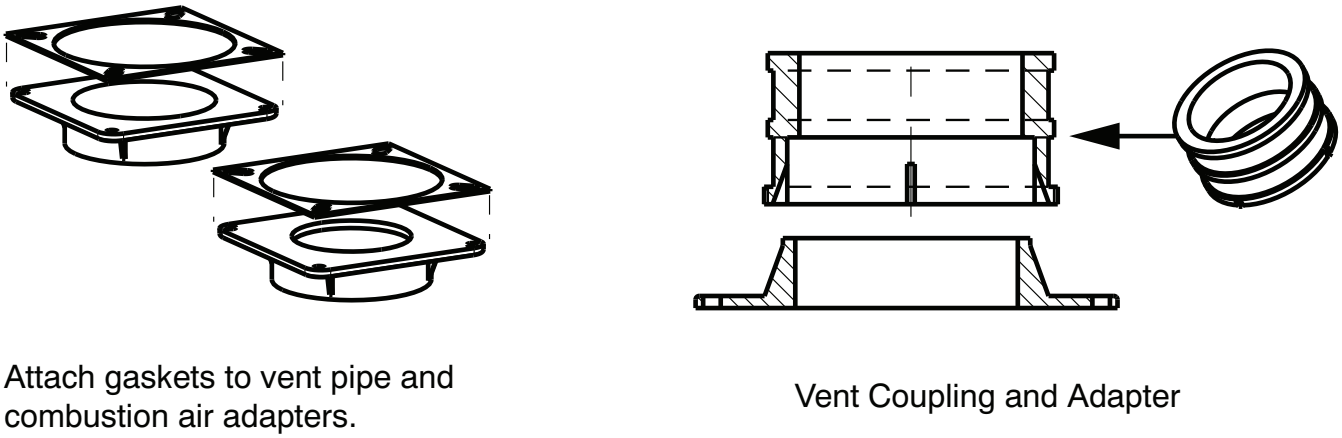

Fig. 46 - Vent Coupling and Adapter with Gaskets
1. Apply the gaskets to the vent pipe and combustion air pipe adapters. If supplied, remove and discard round center "slug" from interior of gasket. See Fig. 46.